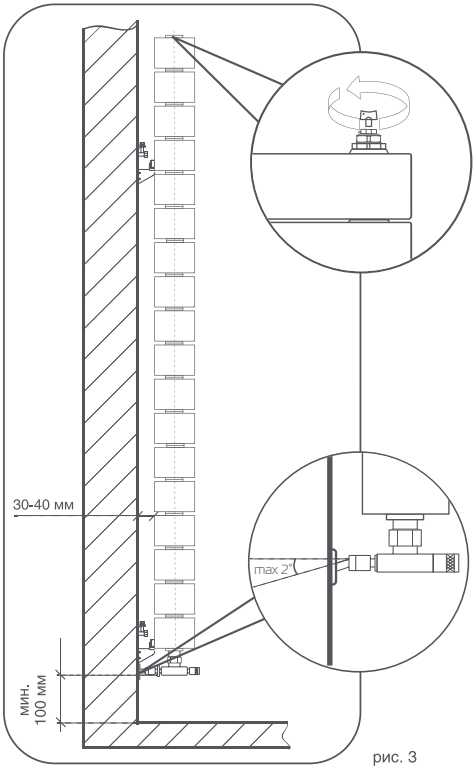

рис. 3
1. Для эффективной работы радиатора необходимо соблюдать монтажные расстояния, указанные на рис. 3 .
Во избежание аварии допустимо отклонение оси коллектора радиатора от подводящих труб не более 2° (рис. 3).